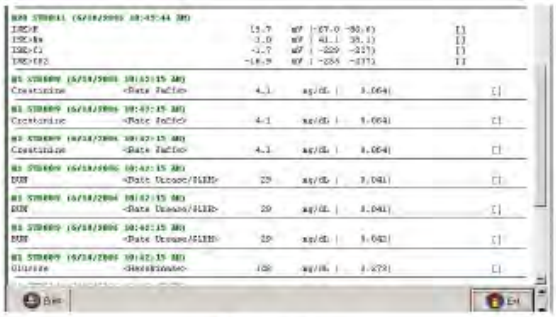

Figure 3-11a
- **Calibrações (Fig. 3-11a):**
1) Selecione o botão de comando "Imprimir" na tarefa de fundo da barra (Fig. 3-11a, b, c).